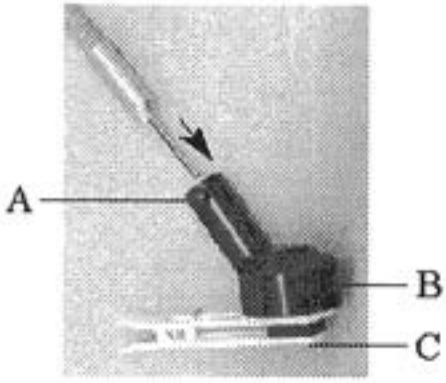

Figure 14. Foreoptic Insertion in the Experimental Clip (C). The Foreoptic is Retained in the Detachable Cover (B) by a Retaining Screw (A).
1. Snap the black cover over the white clip to secure it in place (Figure 14).
3. Loosen the retaining screw on the neck of the black cover (Figure 14).
4. Gently slide the foreoptic down the neck of the clip until the edge of the tip is flush with the top section of the white clip (Figure 14).
5. Tighten the retaining screw to maintain the fiber optic in position (Figure 14).